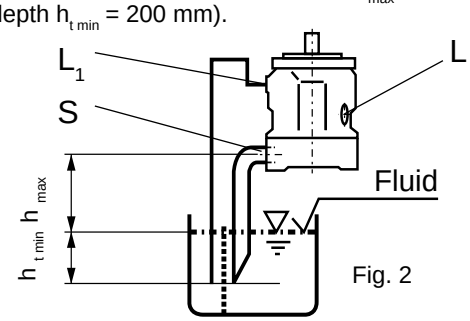

Fig. 2
b) If the minimum fluid level is below the pump mounting surface pipe port “$L_1$”, and possibly “S” according to Fig. 2. Close port "L" with respect to conditions in 1.2.1.
Before installation fill pump housing, keeping it in a horizontal position. For mounting above tank see Fig. 2.